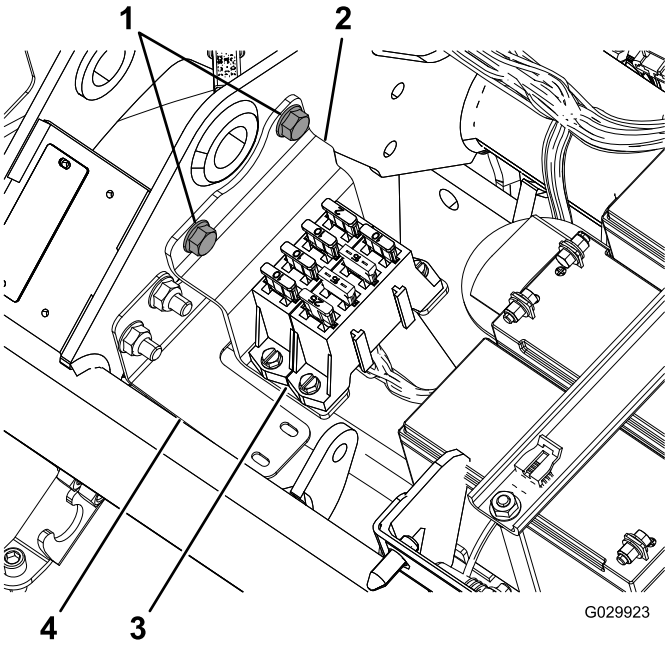

图2
8. 拆除固定座椅下保险丝盒的安装支架（图2）。
注意： 沿着线束支架的轮廓安装；请参阅 图2。